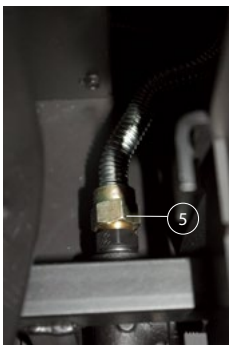

Figure 20c. (Gas fitting).
Step 5. Loosen, and Remove the Flexible Gas hose *(at fitting)*, (turn clockwise, left to right) ***Figure 20c & 20d***. ***(3/4" Open end wrench required)***.
Step 5. Figure 20c & 20d. Loosen, and Remove the Flexible Gas hose *(at fitting)*, (turn clockwise, left to right) ***(3/4" Open end wrench required)***.